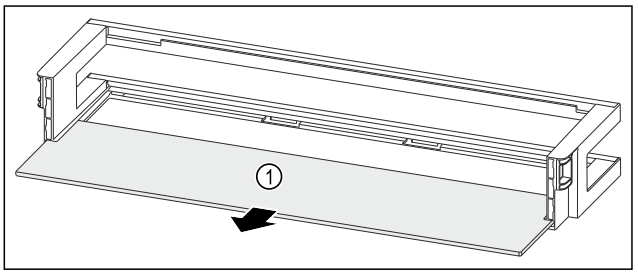

Fig. 131 Door rack with shelf
▶ Remove the shelf *Fig. 131 (1)*.